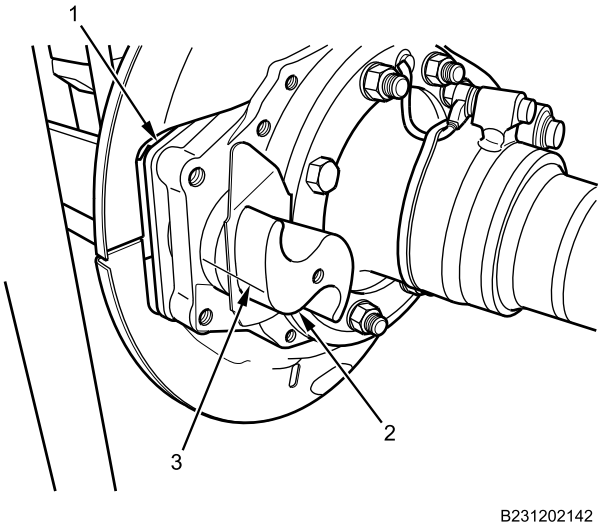

Figure 2. Rear Brake S-Camshaft.
3. Scribe horizontal line (Figure 2, Item 3) on brake S-camshaft (Figure 2, Item 2) and spider assembly (Figure 2, Item 1).
4. Remove rear brake S-camshaft (Figure 2, Item 2), plate, and washer from slack adjuster assembly, rear brake S-camshaft tube, and spider assembly (Figure 2, Item 1).
1. Install rear brake S-camshaft (Figure 2, Item 2) and plate into spider assembly (Figure 2, Item 1) and rear brake S-camshaft tube, and align scribed horizontal line (Figure 2, Item 3).